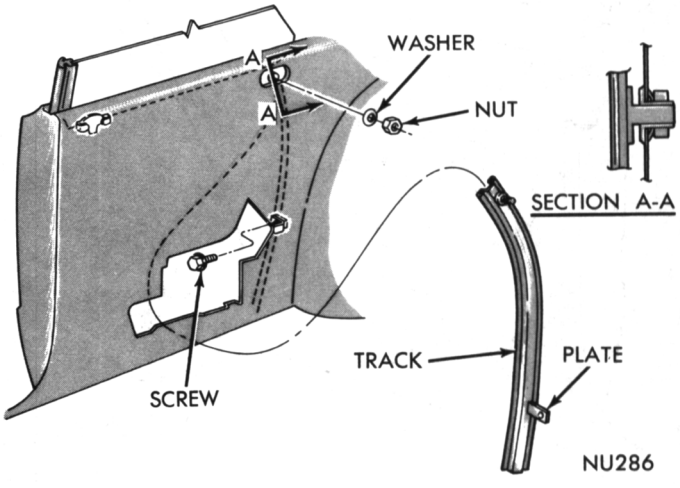

Fig. 67—Rear Track
(1) Remove nut and washer from track upper sleeve nut (Fig. 67).
(2) Remove track lower plate to support screw.
(3) Push track inward and move track and roller assembly forward to disengage roller from slot in glass lower frame.
(4) Remove track and roller assembly out of panel through large access opening.
(5) Remove roller assembly from track.